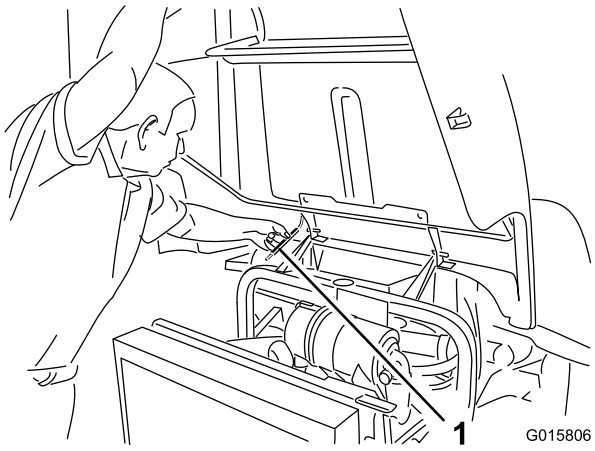

Figura 38
2. Sollevate il cofano fino a quando non è possibile posizionare l'asta di sostegno dietro il tubo del telaio (Figura 38).